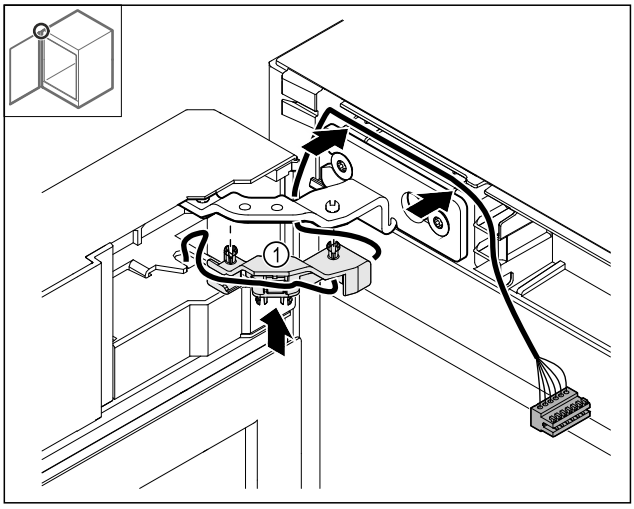

Fig. 47
- ▶ Apăsați suportul de cablu *Fig. 47 (1)* în balama.